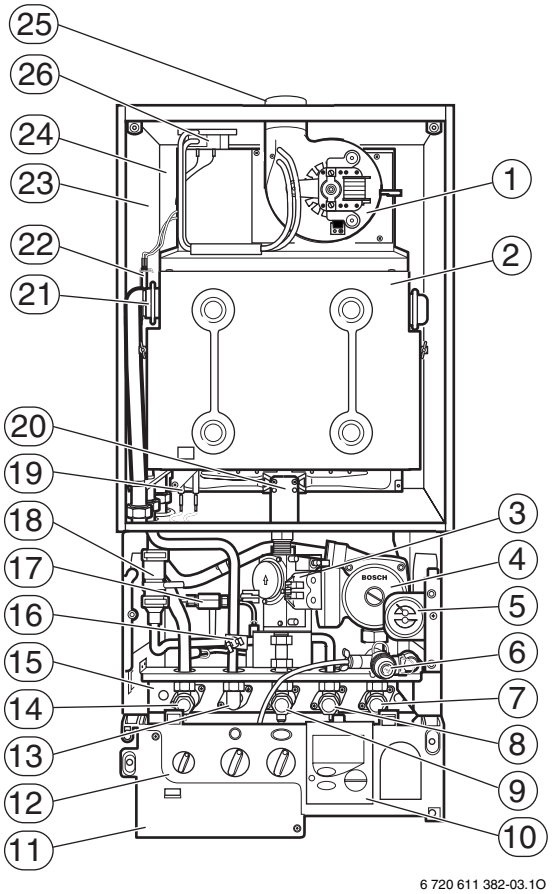

Fig. 20 Struttura dell'apparecchio, Eurotronic in posizione di manutenzione
- Aprire il rubinetto d'acqua fredda sanitaria (8) ed eseguire l'operazione di spurgo presso tutti i rubinetti d'acqua calda delle varie utenze.
- Aprire i due rubinetti del circuito riscaldamento (7 e 14 nella fig. 20).